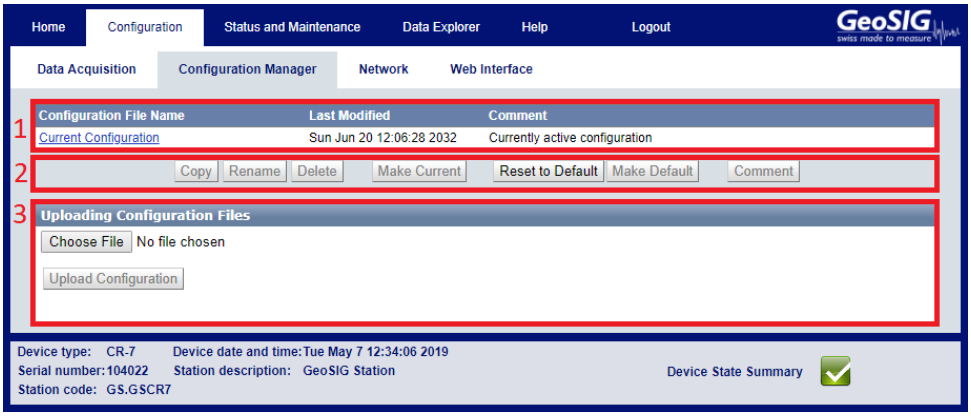

Figure 38: Configuration Manager screen
As described in the previous chapter, the *Data Acquition* screen only allows configuring the currently used configuration. The ***Configuration Manager*** screen described in this chapter allows managing several configurations, changing the current configuration, uploading a new configuration and so on. As depicted in Figure 38, the screen is divided into three sections:
1. **The Configuration List:** This list contains all configurations currently available on the main storage media. The *Current Configuration* is always listed here. This configuration can be copied and downloaded but not renamed, removed or made the current configuration (as it is already the current). As depicted in Figure 38, these options become available to other configurations stored on the device (in this example after uploading a file to the device). When pressing ***Use as Current Configuration*** it will store this configuration as the *Current Configuration*. The existing configuration will be overwritten and the instrument restarted. Note that only the *Current Configuration* can be edited in the *Firmware* screen. The other configuration files will remain untouched. The *Current Configuration* can be saved in a file by pressing ***Copy***.